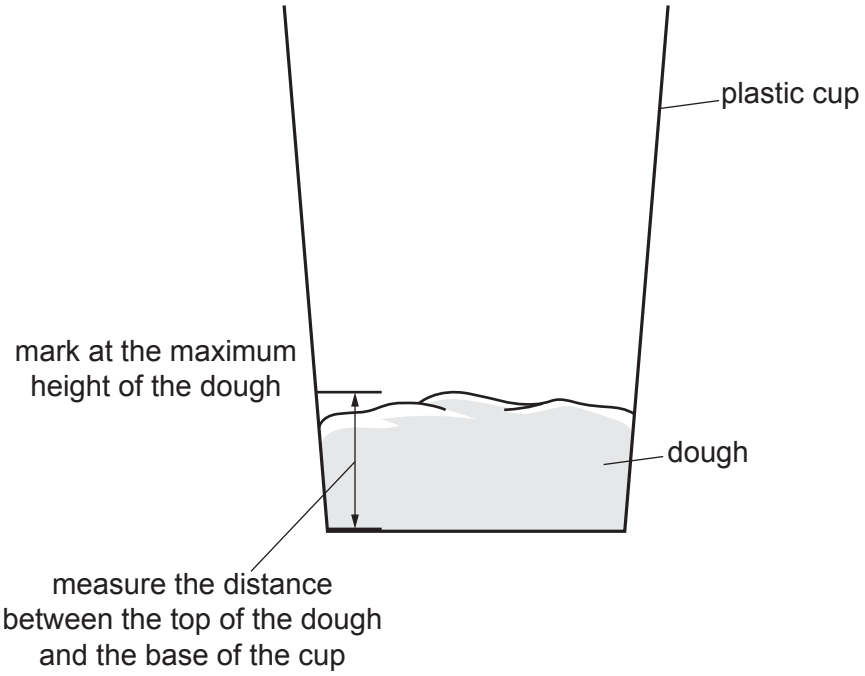

Fig. 1.1
Step 8 Mark the maximum height of the dough on the outside of each cup with the marker pen. Measure the height of this line from the base of each cup using a ruler, as shown in Fig. 1.1. Record these measurements in your table in **1(a)(i)**.